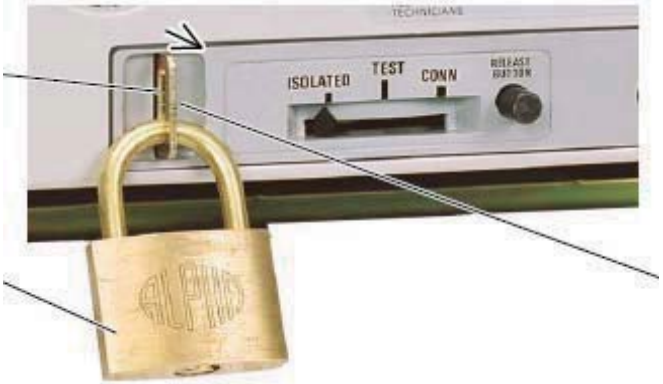

Рис. 28. Блокировка рычага положения
2. Вытяните рычаг положения, показанный на рис. 28.
3) Заблокируйте рычаг положения с помощью висячего замка со скобой ∅ 6 мм (можно использовать до 3 замков), как это показано на рис. 28. Это непозволит вставить ручку выдвижения в отверстие для ручки выдвижения отключающего механизма, и поэтому невозможно будет изменить его положение.